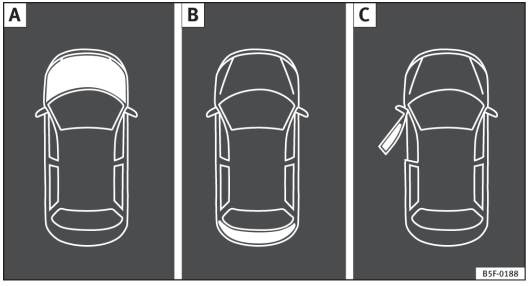

Fig. 39 A: bonnet open; B: rear lid open; C: front left door open.
- Bonnet, rear lid and doors open ⇒ Fig. 39.